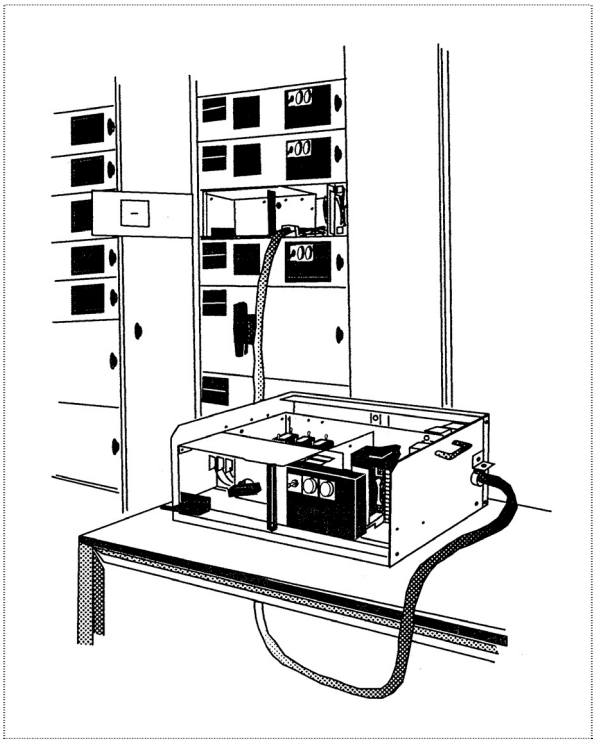

Рисунок 3-10: Расположение отдельных шасси тестового блока при проведении испытаний
- Поместите подвижное шасси тестового блока в пустой отсек, см. Рисунок 3-10.